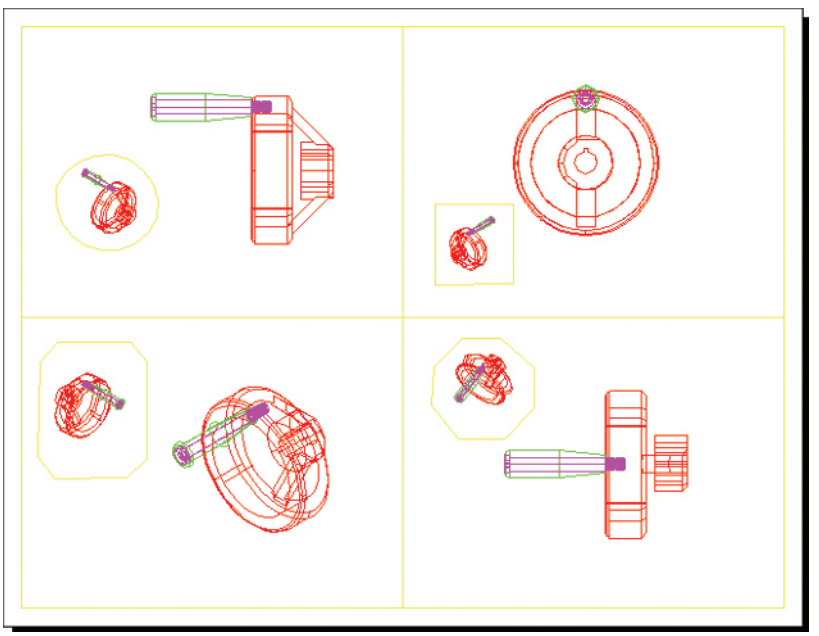

Fig. 19.11 **Polygonal viewports** – plot preview
Polygonal viewports (Fig. 19.11)
10. Repeat in each of the viewports with different shapes of polygonal viewport outlines (Fig. 19.11).